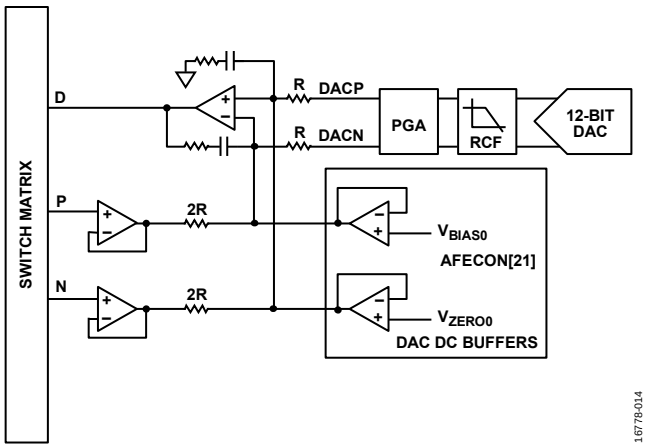
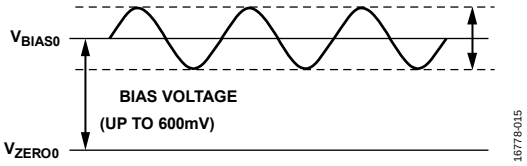

Figure 21. High Speed DAC Excitation Amplifier
Figure 22. Sensor Excitation Signal
Figure 21 illustrates the operation of the excitation amplifier and its connection to the switch matrix. There are four inputs to the excitation amplifier: DACP, DACN, positive (P), and negative (N). The high speed DAC is a differential output DAC where the positive and negative inputs feed directly to the excitation amplifier. The voltage difference between these two outputs sets the peak-to-peak voltage on the output waveform. The P and N inputs maintain the stability of the excitation amplifier by providing a feedback path from the sensor, and set the common-mode for the high speed DAC output. Under normal circumstances, the common mode is set by the V_{ZERO0} output connected to the N input. There is also an option to apply a dc bias voltage to the sensor and couple an ac signal onto this bias, as shown in Figure 22.
An option is available if the sensor requires a bias voltage between the counter and sense electrode. V_{BIAS0} sets the voltage on the counter electrode (the common-mode voltage of the high speed DAC) and V_{ZERO0} sets the voltage on the sense electrode. V_{ZERO0} must be connected to the positive terminal on the high speed TIA (HSTIACON, Bits[1:0] = 01). The dc buffers of the DAC must also be enabled by setting AFECON, Bit 21. With this configuration, a waveform can be achieved, as shown in Figure 22. The bias across the sensor is effectively the difference between V_{BIAS0} and V_{ZERO0}.
2. The DAC dc buffers must be enabled (AFECON, Bit 21 = 1). Figure 21 shows the connection of the dc buffers to the excitation amplifier. These buffers enable the low power DAC outputs to drive the required bias voltage to the excitation amplifier and the high speed TIA.